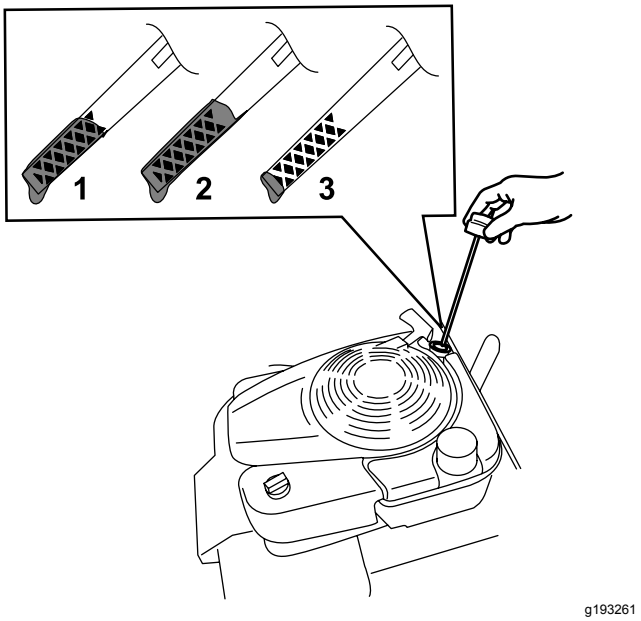

Figure 14
2. Remove the dipstick by rotating the cap counterclockwise and pulling it out (Figure 14).
5. Read the oil level on the dipstick (Figure 14).
- If the oil level on the dipstick is too low (Figure 14), carefully pour a small amount of SAE 30 or SAE 10W-30 detergent oil into the oil-fill tube, wait 3 minutes, and repeat steps 3 through 5 until the oil on the dipstick is at the correct level. For the oil type, refer to Changing the Engine Oil (page 19).
- If the oil level on the dipstick is too high (Figure 14), drain the excess oil until the oil on the dipstick is at the correct level; refer to Changing the Engine Oil (page 19).